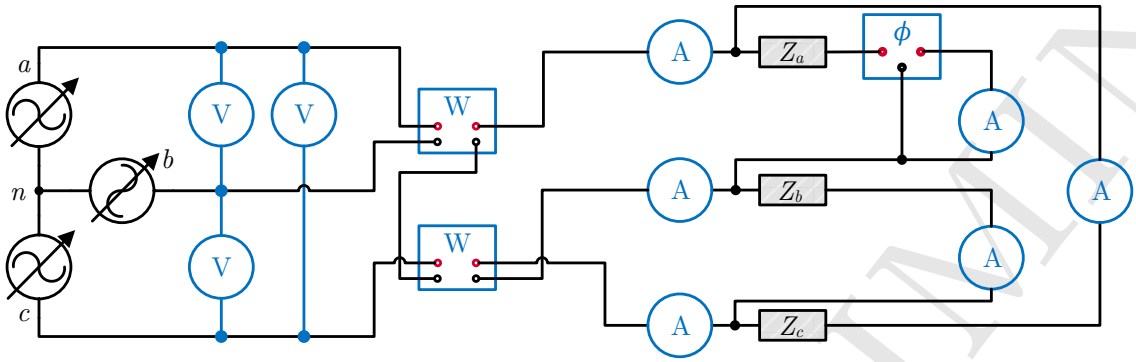

Figura 1: Circuito para la medición de voltajes, corrientes y potencias trifásicas en Δ.
Problema: Para el circuito de la Figura 1 considere $Z_a = Z_b = Z_c = 400 + j600 - j400\,\Omega$). a) Calcular la corriente en las tres fases, la corriente de línea, los voltajes de fase y de línea, b) la potencia activa P por fase y trifásica, c) la potencia reactiva Q por fase y trifásica, d) la potencia aparente S por fase y trifásica y e) el factor de potencia FP. Utilice como referencia de el voltaje $\tilde{V}_{ab}$ a 0°. f) Repetir para las cargas $Z_a = 300 + j300 - j600\,\Omega$, $Z_b = 400 + j600 - j400\,\Omega$ y $Z_c = 600 + j1200 - j600\,\Omega$.
1. Armar el circuito de la Figura 1 con $Z_a = Z_b = Z_c = 400 + j600 - j400\,\Omega$. Para la medición de potencia se utilizará el método de los dos wáttmetros y para la medición del ángulo de fase se usará un fasímetro o factorímetro (medidor del FP) conectado *a la carga*.